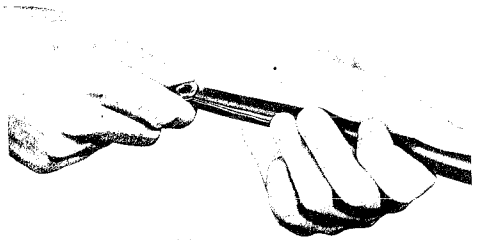

Fig. 4 — Using Cable Stripper
(2) Angle tool to cable and insert point just under outer covering.
(3) Pull stripper toward free end of cable (Fig. 4).